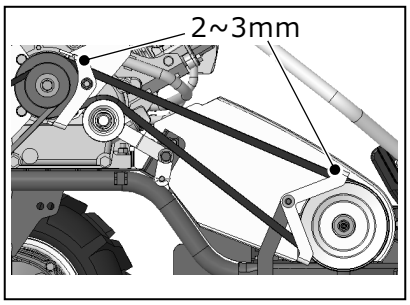

図 3
3)エンジン側、ナイフ側ともにベルトとベルト押さえとの間隔がともに 2~3mm になるよう図 3 を参考にベルト押さえの位置を調整してください。